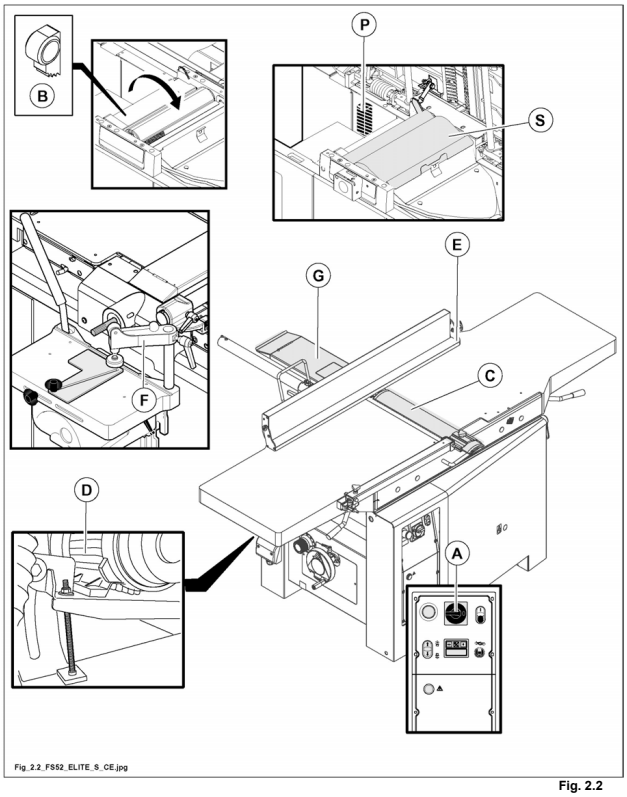

Fig. 2.2
2.2 DISPOSIZIONE E DESCRIZIONE DEI DISPOSITIVI DI SICUREZZA (FIG. 2.2)
C - **Protezione a ponte per albero pialla (C fig. 2.2).**
E - **Guida aggiunta ribaltabile (E fig. 2.2),** (OPT).
F - **Braccio stringipezzo (F fig. 2.2) (con** (OPT) **cavatrice).**
G - **Protezione posteriore per albero pialla (G fig. 2.2).**